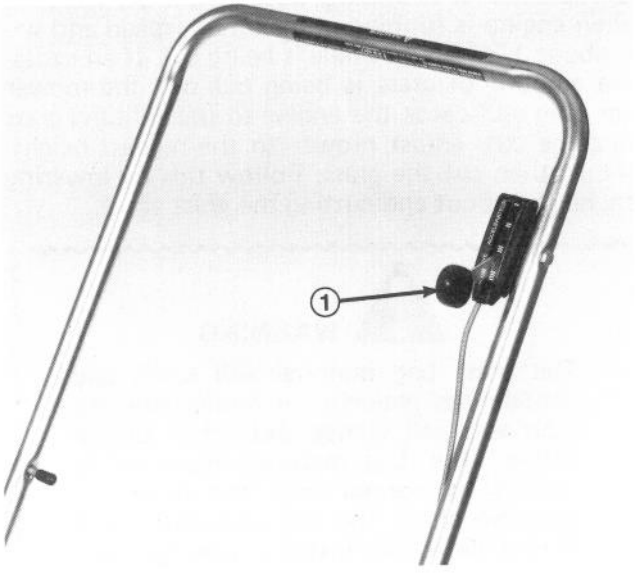

Figure 12
2. Move throttle control forward to position "III" (Fig. 12).